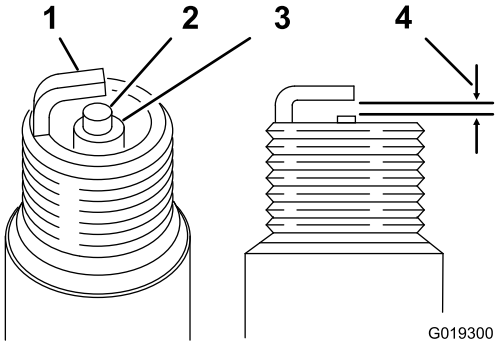

Figuur 45
4. Stel voor elke bougie de afstand tussen de centrale elektrode en de massa-elektrode af op 0,76 mm; zie Figuur 45. Plaats de bougies met de juiste elektrodenafstand en monteer deze met een pakkingafdichting. Draai de bougies vast met een torsie van 22 Nm.